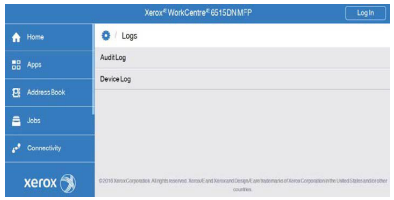

Figure 2
- The following window appears. (Figure 2)